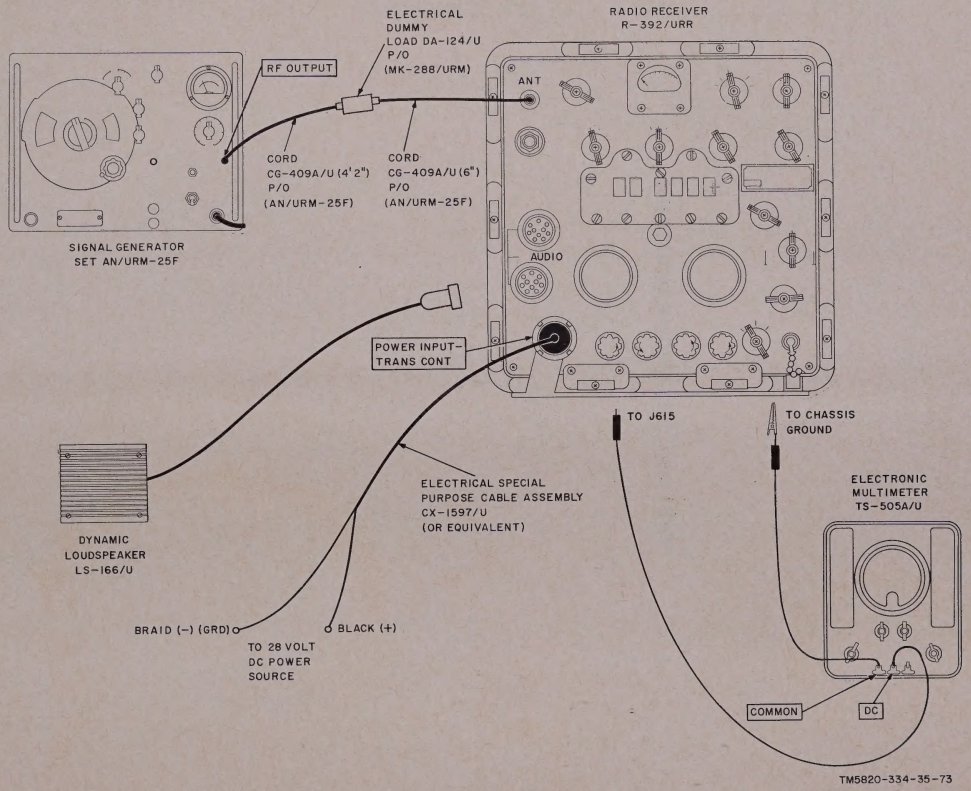

Figure 73. Squelch operation test.
(fig. 73)
b. Test Connections and Conditions. Connect the equipment as shown in figure 73.